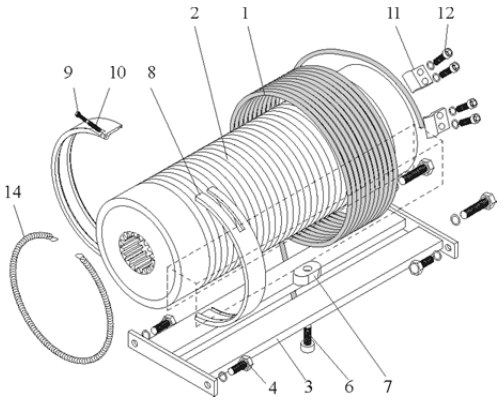

figure 4.8
- Attach the wire rope guide (guide model (14) fig 4.8., in models GHA12, GHB11, GHD, around the coiled wire rope in the drum. Use two pieces of wire placed in the spring ends hooks, to assist in tautening the spring until the two ends are hooked together.
- Fit the two guide halves (8) by inserting the wire rope in their slots. Once they have been joined, fix them by means of the bolts (9), ensuring that the pressure springs (10) have been fitted.
- Fasten the guide position support (3) by means of the four hexagonal bolts (4).
- Rotate the guide until the threaded hole is located between the two bars that form the guide position support (3).
- Fasten the guide key (7).
- Once this has been completed, pass the wire rope through the wire rope anchorage (25), using the anchorage bolt (26). Once the wire rope has been re-introduced, tauten by hand.
To lubricate the rope location grooves, loosen the socket head screw (6) fig. 4.8, and remove the guide key (7) and the guide anti-rotation elements. Once this has been completed rotate the guide until a good position is obtained to loosen the bolt (9), ensuring that the spring (10) is removed.